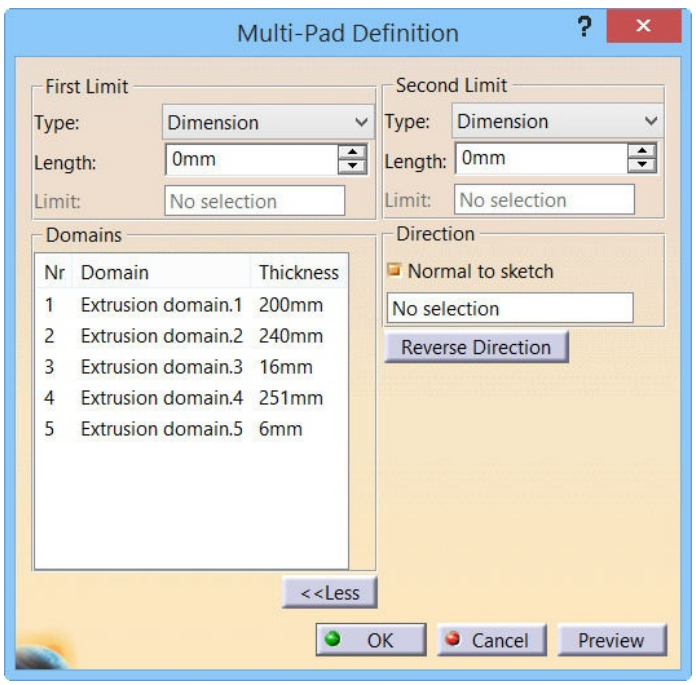
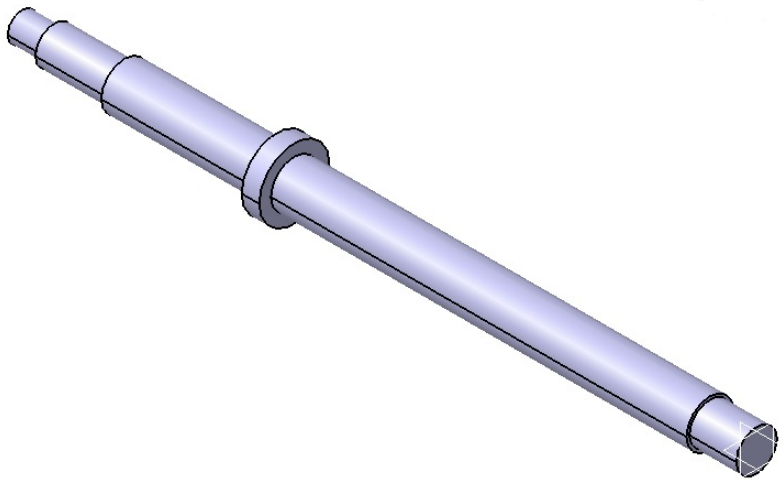

Figure 5-88 *The* ***Multi-Pad Definition*** *dialog box*
Figure 5-89 *The shaft created*
10. Choose the **OK** button from the dialog box, refer to Figure 5-88; the shaft is created as shown in Figure 5-89.